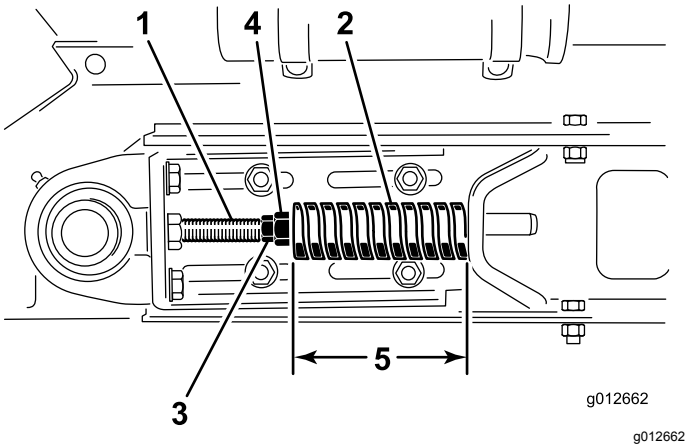

Rysunek 19
3. Poluzuj tylną nakrętkę zabezpieczającą (Rysunek 19).